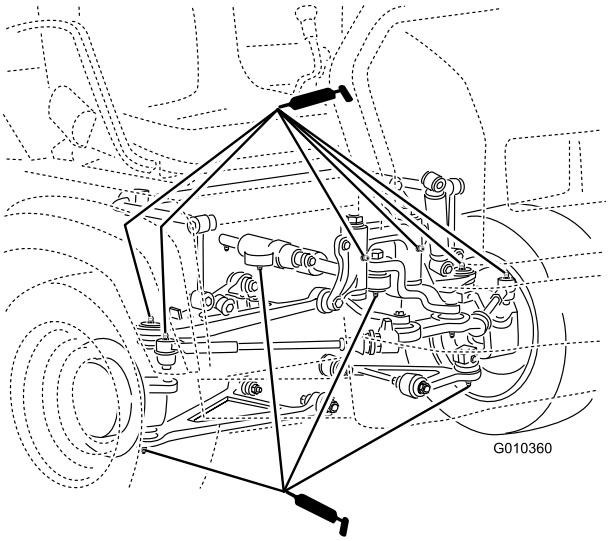

Figur 39
- Kugleled (4), forbindelsesstænger (2), drejebeslag (2) og styretøjscylinder (2) som vist i Figur 39